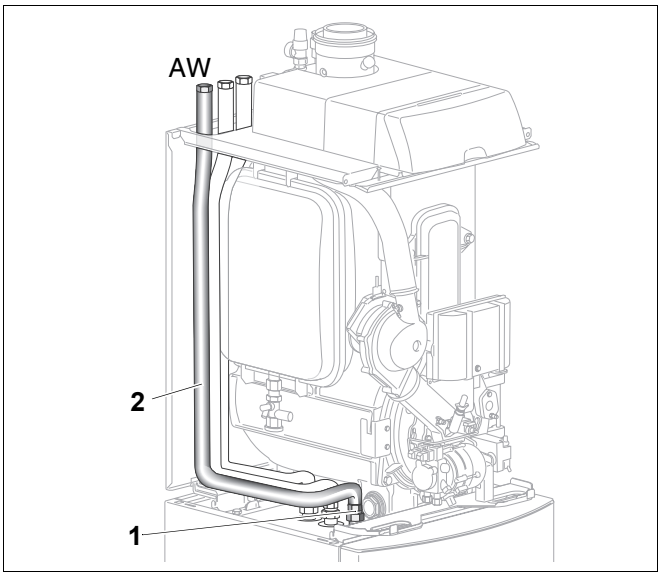

Rys. 29 Montaż rury ciepłej wody
- Złącze przejściowe (rys. 29, **poz. 1**) uszczelnić na przyłączu zasobnika (AW).
- Nałożyć rurę ciepłej wody (rys. 29, **poz. 2**) wraz z zamontowanym pierścieniem samouszczelniającym na złącze przejściowe (rys. 29, **poz. 1**), a następnie dokręcić ręcznie nakrętkę.
- Ukierunkować rurę ciepłej wody (rys. 29, **poz. 2**) (patrz rys. 29).
- Umieścić rurę ciepłej wody (rys. 29, **poz. 2**) w zamocowaniu.